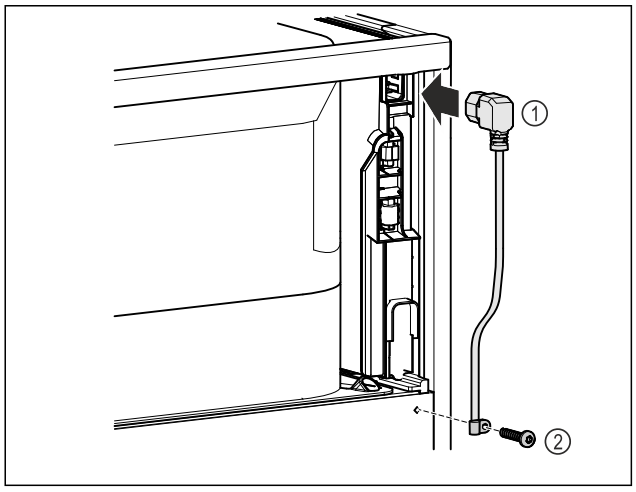

*Fig. 48*
▶ Introduceți mufa pentru puteri mici de la conductorul de racord la rețea *Fig. 48 (1)* pe partea posterioară a aparatului.
▶ Montați siguranța antismulgere. *Fig. 48 (2)*